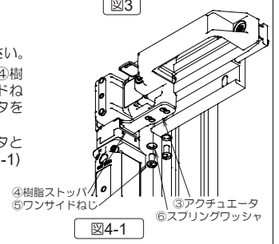

図4-1
③アクチュエータが、安全スイッチに取り付けた④樹脂ストッパに軽く当たる位置を保ち、⑤ワンサイドねじを使って②ハンドルユニットに③アクチュエータを固定して下さい。
その際に⑥スプリングワッシャを③アクチュエータと⑤ワンサイドねじの間に組み込んでください。(図4-1)